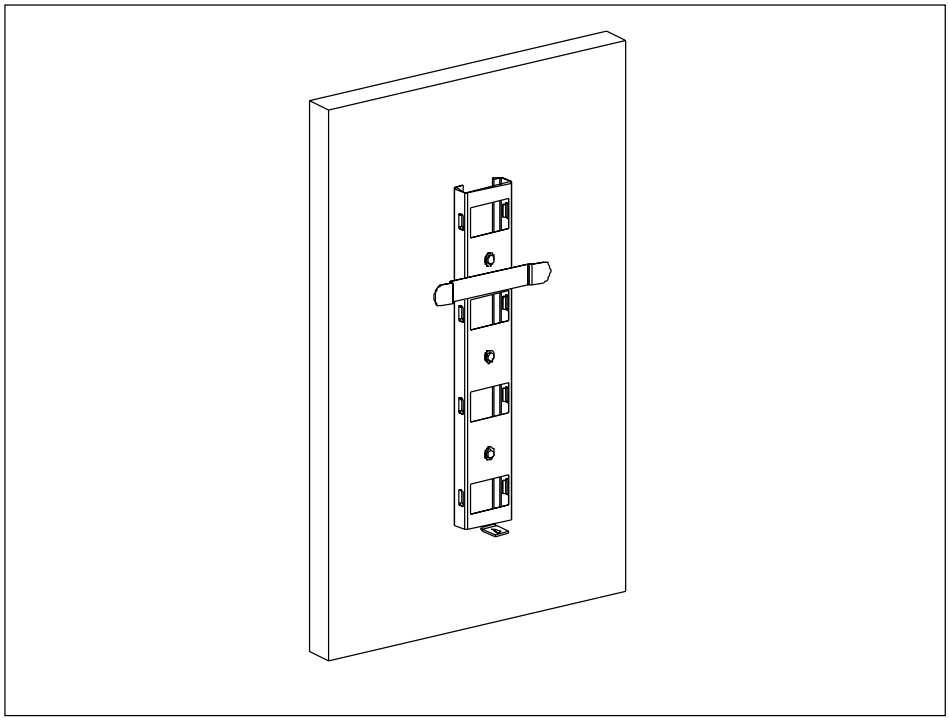

Figure 4-8. Installing Cross Arm to Wall
5. Secure the bracket to the wall using an appropriate anchor. See Figure 4-8 on page 4-20. Level the bracket before tightening the bolts.